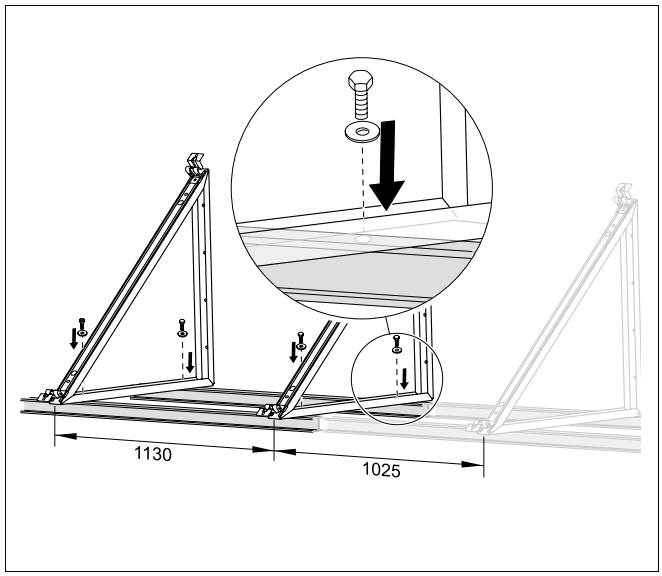

Afb. 42 Staanders voor plat dak 45° naast elkaar op een onderconstructie monteren (maten in mm)
- Maak voor het bevestigen van de collectorsteunen enkel gebruik van vulringen (afb. 42**, loep**, pagina 37) conform DIN 9021 (3 × diameter van de schroef = buitendiameter van de vulring).
- Monteer de twee collectorsteunen 45° (voor een collector, afb. 42) op een afstand van 1130 mm naast elkaar. De schroeven en de vulringen moeten ter plaatste aangebracht worden.